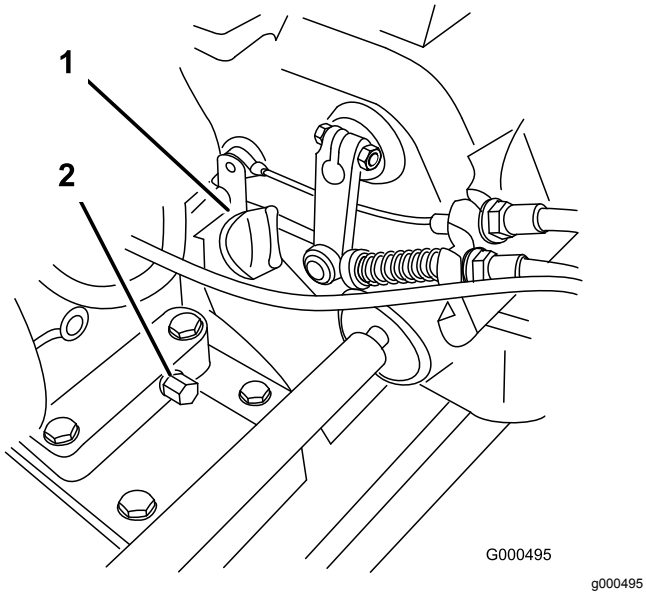

Figuur 29
2. Plaats de machine zo, dat de motor waterpas staat en reinig de omgeving van de oliepeilstok (Figuur 29).
3. Verwijder de oliepeilstok door deze naar links te draaien (Figuur 29).
2. Plaats een opvangbak onder de aftapplug aan de achterzijde van de machine (Figuur 29). Zet de aftapplug los.